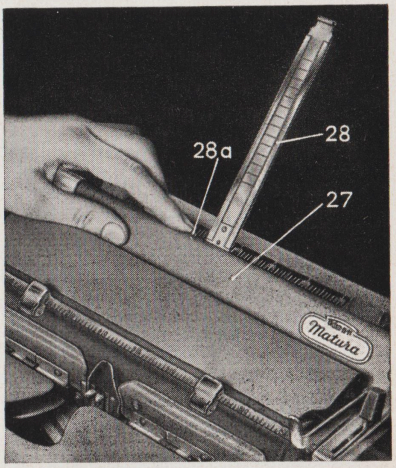

Abb. 9
Die Papierstütze (28), ist hinter der Papierauflage (27) angebracht und springt durch leichten Druck auf den Auslösehebel (28a) automatisch in Arbeitsstellung (Abb. 9). Sie verhindert ein Überfallen der Bogen, gestattet das Nachlesen des geschriebenen Textes und zeigt den unteren Rand von Schriftstücken gleichen Formats an. Der Blattendanzeiger wird nach dem Beschreiben des ersten Bogens so eingestellt, daß das eingerollte Ende mit dem oberen Rand des Bogens auf gleicher Höhe steht. Gelangt nun der obere Rand der nachfolgend eingeführten Formulare an diese Stelle, so erkennt man, daß das untere Bogenende im gewünschten Abstand erreicht ist.